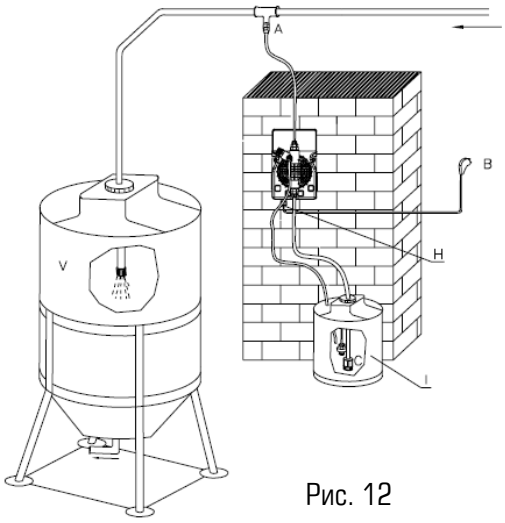

Рис. 12
6.2. ОБЫЧНЫЙ ВАРИАНТ УСТАНОВКИ (Рис.12)